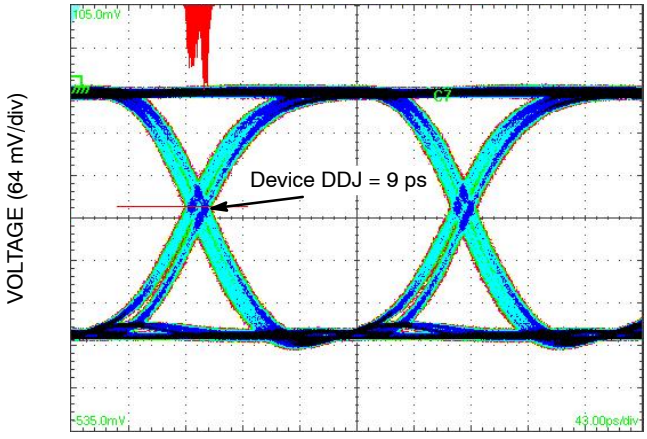

Figure 11. Typical Output Waveform at 5 Gb/s with PRBS 223−1 (VINPP = 400 mV; Input Signal DDJ = 13 ps)
3. V_{INPP}(MAX) cannot exceed V_{CC} – V_{EE}. Input voltage swing is a single-ended measurement operating in differential mode. See Figure 11.